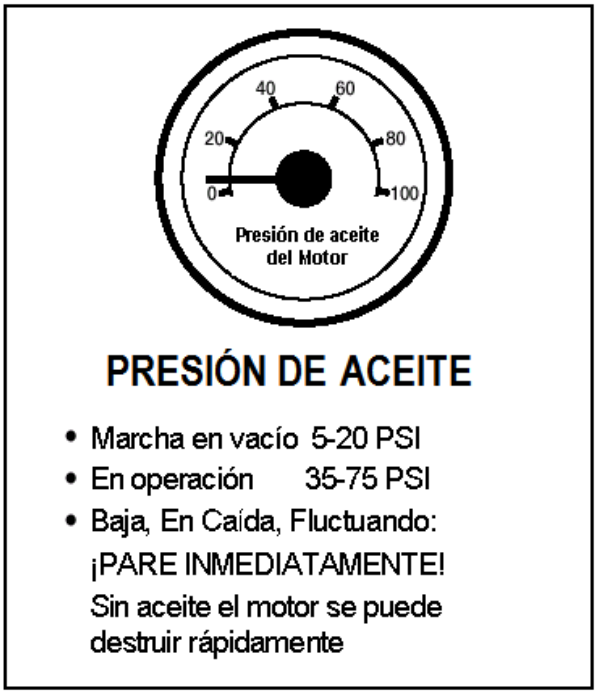

Figura 3.5
- Presión del aceite. Debe alcanzar un nivel normal en segundos después de haber arrancado el motor. Vea la Figura 3.5.